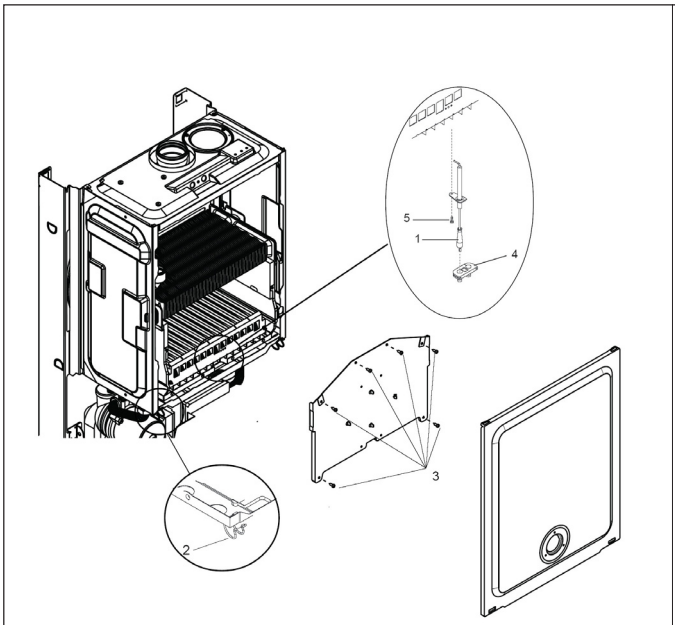

Fig. 21
6.15 ELECTRODE, BURNER THERMOSTAT, BURNER & INJECTORS fig. 21